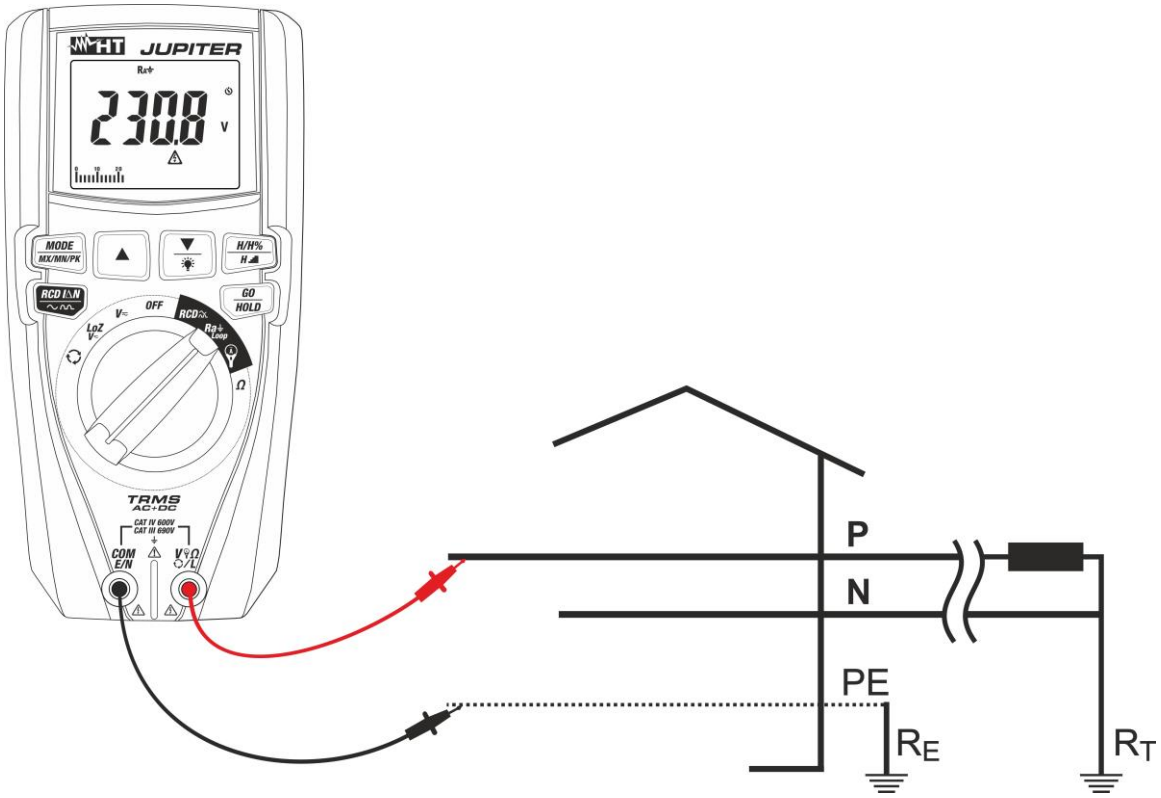

Fig. 24: Utilisation de l'instrument pour mesurer l'impédance de Loop L-PE avec embouts.
6. **Pour mesurer la Loop L-PE** si on utilise les embouts de mesure, introduire le conducteur rouge dans la borne d'entrée **VΩL** et le conducteur noir dans la borne d'entrée **COM/E/N** puis connecter l'instrument à l'installation sous test (voir Fig. 24). La valeur de la tension Phase-Terre apparaît à l'écran.